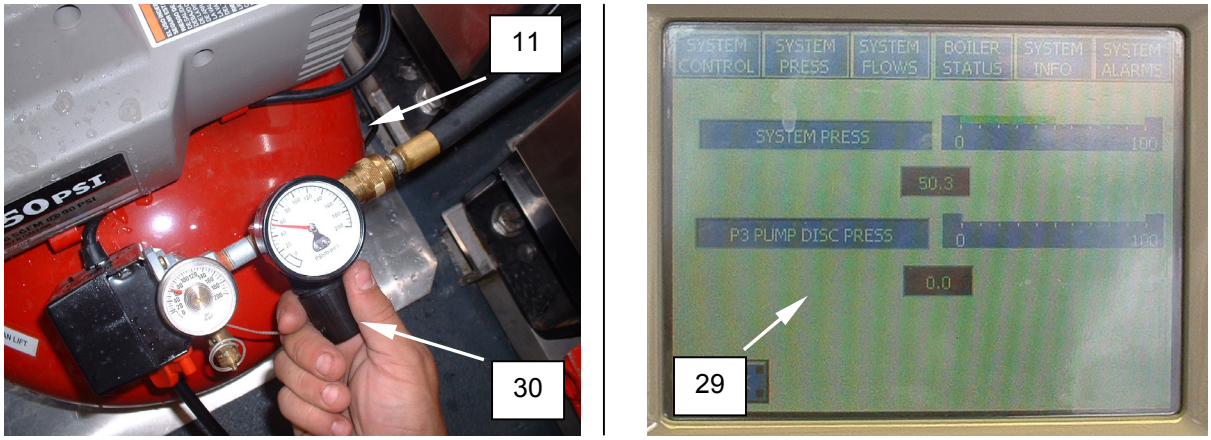

Figure 11. Purge Automatic Soap Dispenser.
14. Monitor the PLC **(Figure 11, Item 29)** system pressure while the air compressor **(Figure 11, Item 11)** builds up pressure in the system. The system pressure should be maintained at 50 psig.
15. If the system pressure is above or below 50 psig, adjust the air compressor regulator **(Figure 11, Item 30)** in order to achieve a 50 psig system pressure. Once the system is fully pressurized, the air compressor will turn off.